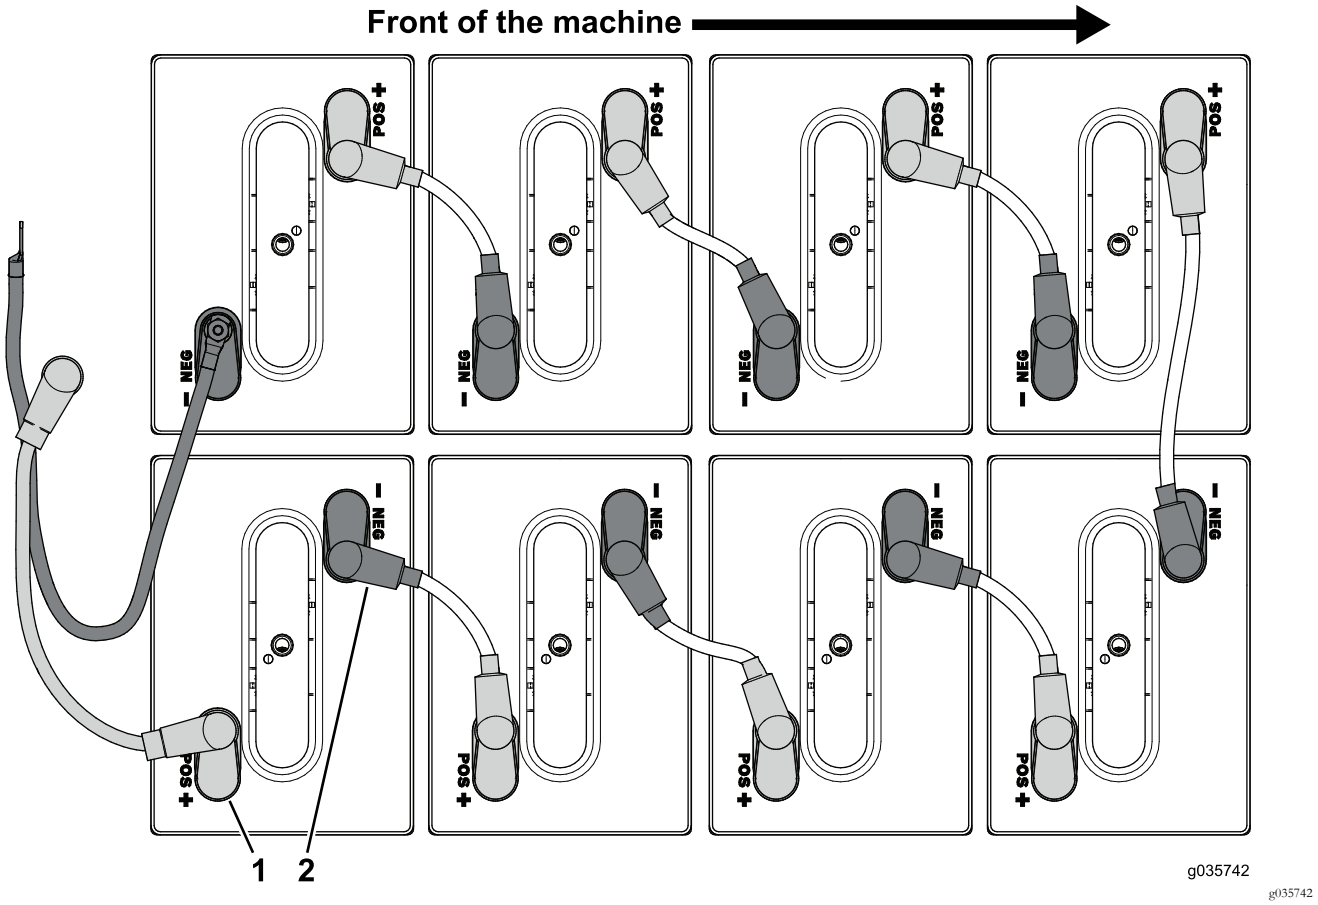

Figure 57
3. Débranchez les câbles de batteries reliés à la borne positive (+) des batteries dans le support de batterie avant (Figure 57).
4. Débranchez les câbles de batteries reliés à la borne négative (–) des batteries dans le support de batterie avant (Figure 57).